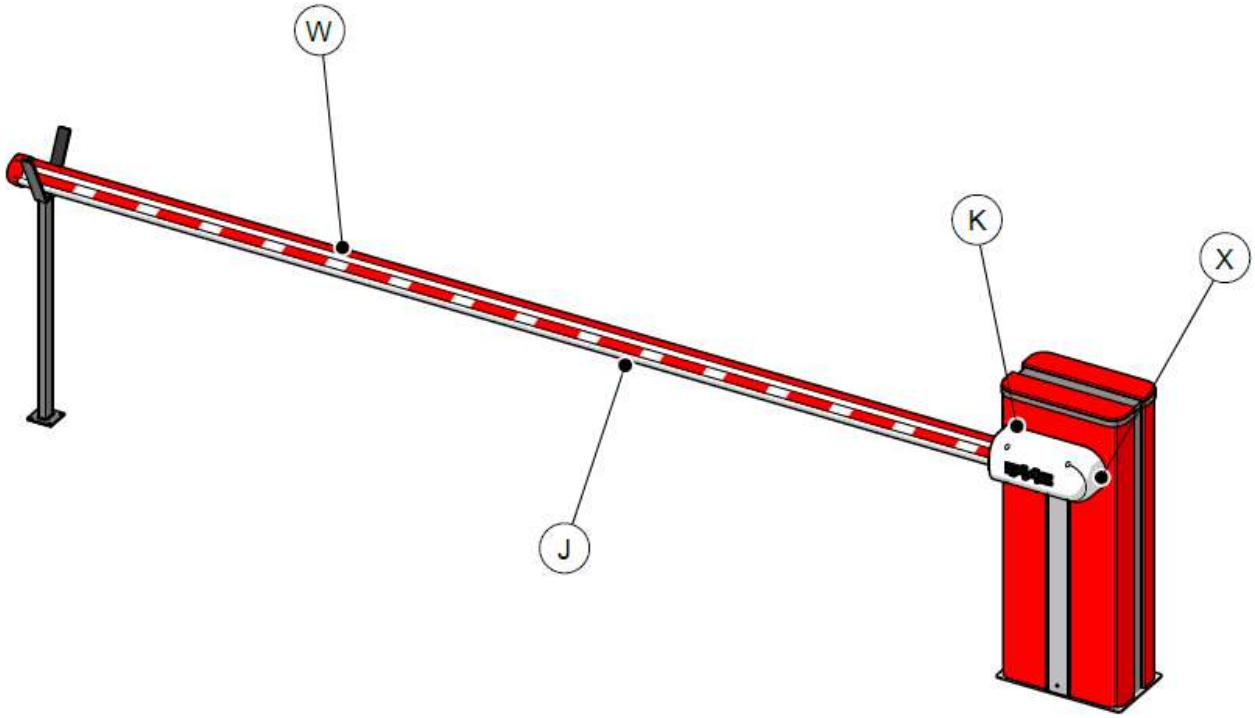

Fig. 2
- **Cesoiamento, convogliamento e taglio tra l'asta e l'operatore. (Fig.2, rif. K)**